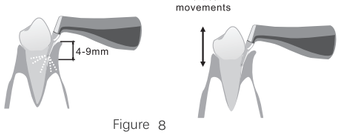

Figure 8
c) When normal subgingival sandblasting is performed using the subgingival handpiece, it is recommended to use a nozzle for plaque removal from the subgingival 4 ~ 9 mm periodontal pockets and lift up and down during use, as shown in **"Figure 8"**.